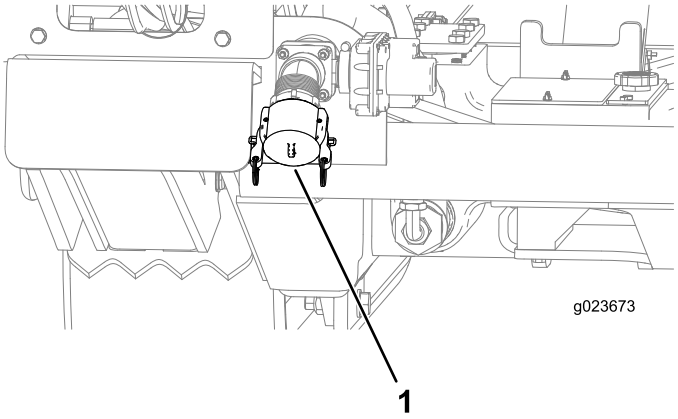

Figure 158
B. Vérifiez que le bouchon est en place sur l'entrée de la pompe à fluide de forage (Figure 158).